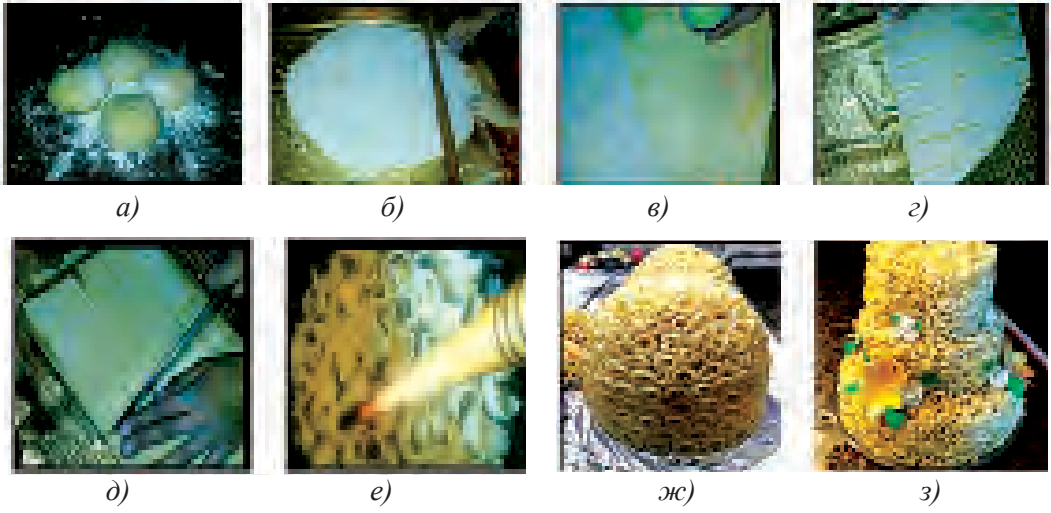

Рис.16. Процесс приготовления чак-чака.
2. Тесту дать отстояться 20–30 минут, разделить на небольшие куски и раскатать толщиной 2 *мм* (рис.16, а, б).
3. Раскатанное тесто смазать растительным маслом, сложить в два слоя (рис.16, в, г).
4. Разрезать тесто полосками шириной 2–3 *см*, и нарезать лапшу шириной 2–3 *см* (рис.16, д).
5. Лапшу в небольшом количестве жарить в раскаленном растительном масле до золотистого цвета. Мешать специальной палочкой. Это обеспечит сворачивание лапши в виде завитков (рис.16, е).
10. Сверху красиво уложить свернутую лапшу, предварительно опуская в сироп, украсить сладостями (рис.16, ж, з).